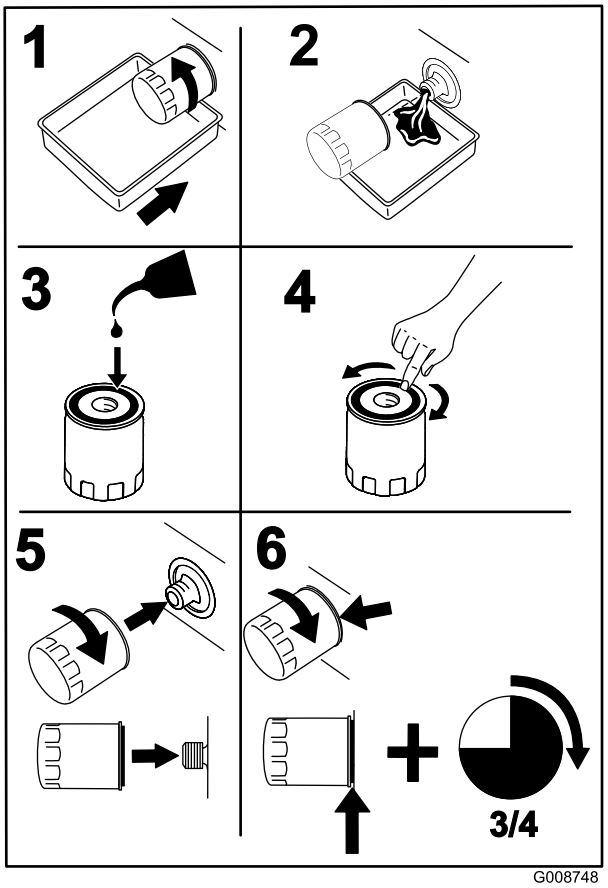

Figur 72
9. Sätt ett avtappningskärl under grenrörsfiltret (Figur 72).